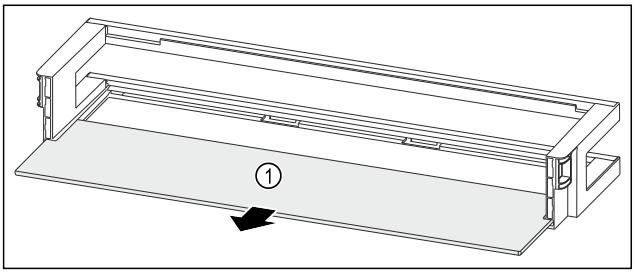

Fig. 201 Raft montat pe ușă cu raft
▶ Extrageți raftul *Fig. 201 (1)*.